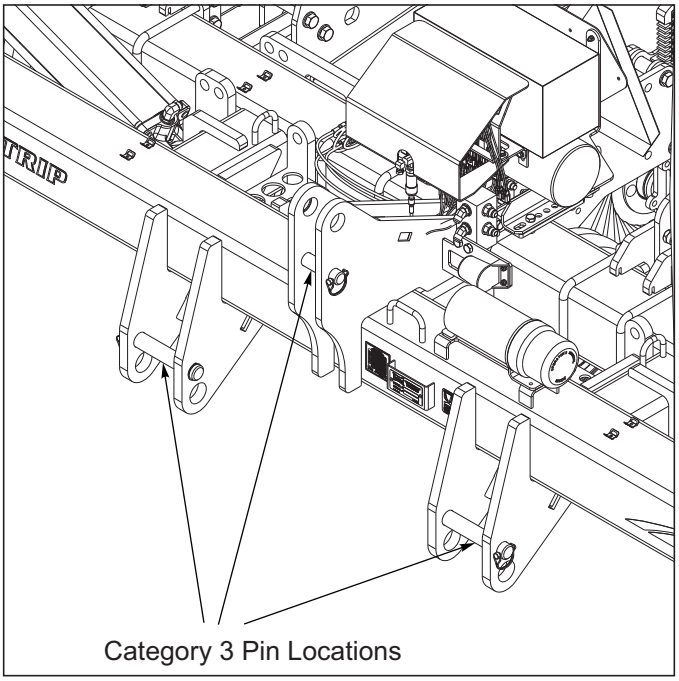

Figure 3-2: Category 3 Pin Locations
2. For category 3 hitch setup the category 4 pins will need removed and stored ***See Figure 3-2***.